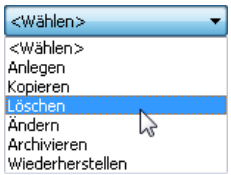

Bild 26.25 – Löschen eines Logos
- Aktivieren Sie das Logo, das gelöscht werden soll und wählen Sie aus dem Listenmenü *Löschen* (Abb. 26.25).